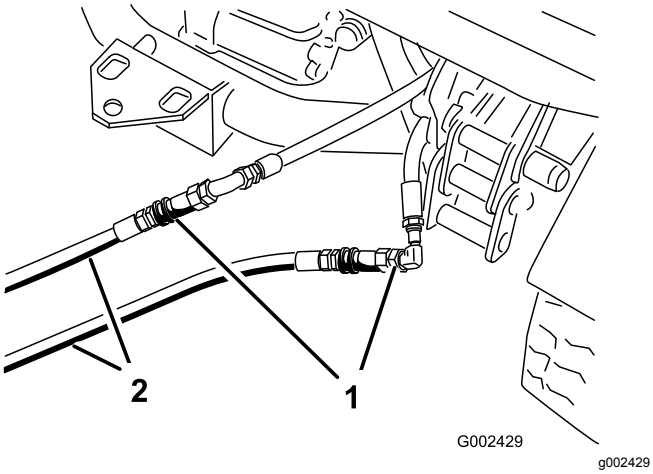

Figur 70
3. På den maskine, der ikke fungerer: Forbind de to startslanger med slangerne, der blev frakoblet (Figur 70).